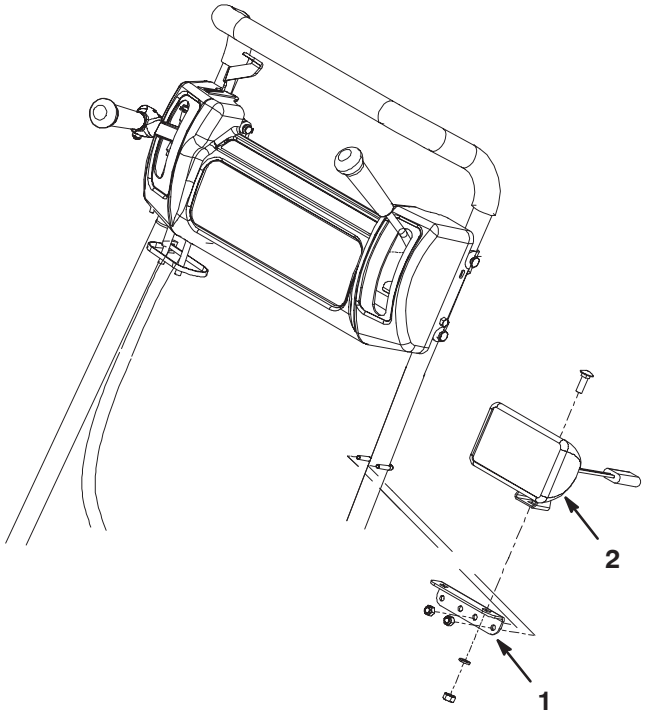

Figure 2
- Align the **outer** set of light bracket mounting holes with the handle. The light bracket should extend inward from the handle (Fig. 2).
- Loosely secure the light bracket to the handle with a clamp and two nylon insert locknuts (Fig. 2).
- Tighten the two nylon insert locknuts (Fig. 2).
- Using the **outer** mounting hole in the light bracket, mount the light to the bracket with a carriage bolt, lock washer and nut (Fig. 2).